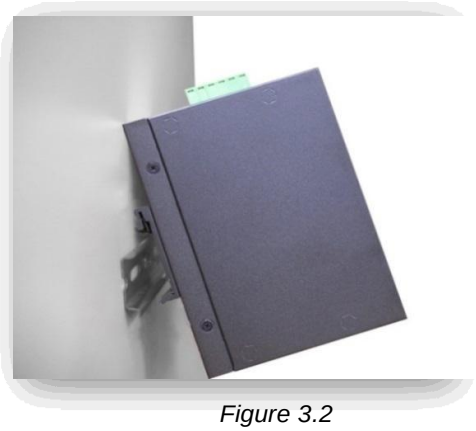

*Figure 3.2*
3. After the DIN-Rail bracket is installed on the rear side of the switch, insert the top of the DIN-Rail on to the track as shown below in *Figure 3.2*.